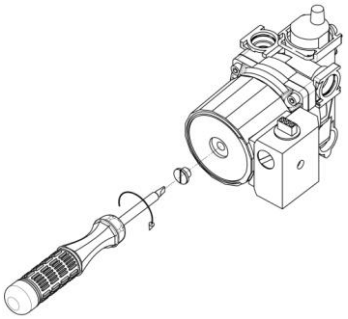

Рис. 10. Проверка циркуляционного насоса
9) не блокирован ли насос. Для этого при помощи отвѐртки открутите заглушку насоса и проверните его вал несколько раз туда и обратно (см. Рис. 10), при этом аппарат необходимо отключить от электросети (вынуть вилку из розетки). Затем плотно закрутите заглушку. При выполнении данной операции возможны протечки теплоносителя из насоса, после установки заглушки необходимо удалить остатки теплоносителя с компонентов аппарата (протереть);